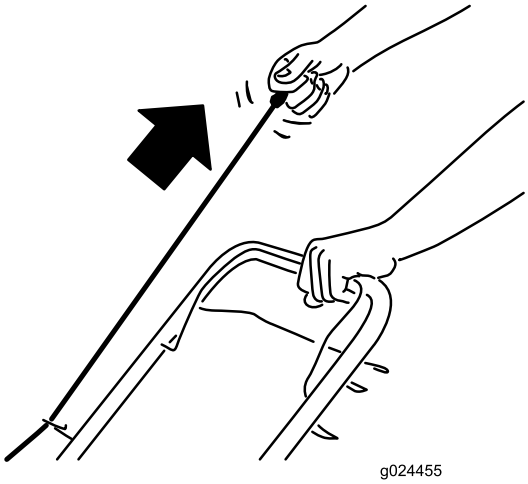

Figur 13
2. Dra lett i tilbakespolingsstarterhåndtaket (Figur 13) til du føler motstand. Dra deretter kraftig til, og la det gå langsomt tilbake til snorføreren på håndtaket.